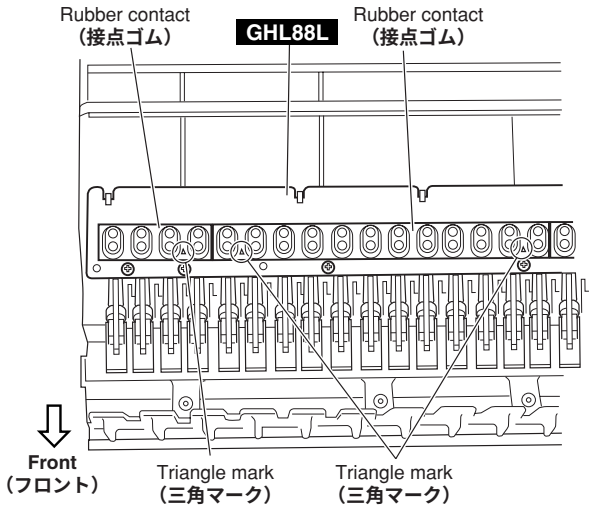

Fig.19（**図 19**）
* ***A triangle mark (△) on the rubber contact must face the front. (Fig.19)***
※ **接点ゴムの三角マーク（△）がフロント側になることを確認します。（図19）**